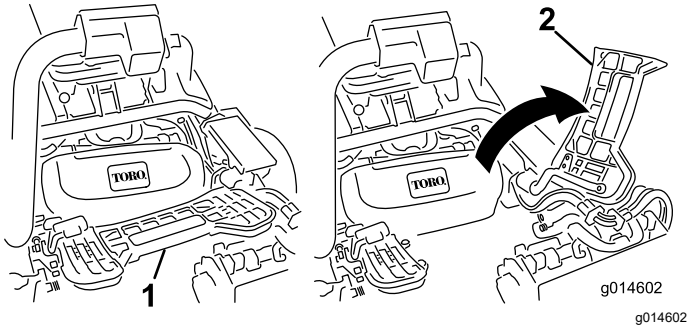

Figur 46
1. Løft opp fothvileren og drei den åpen, slik at man kan komme til midtstillingen til klippeenheten (Figur 46).